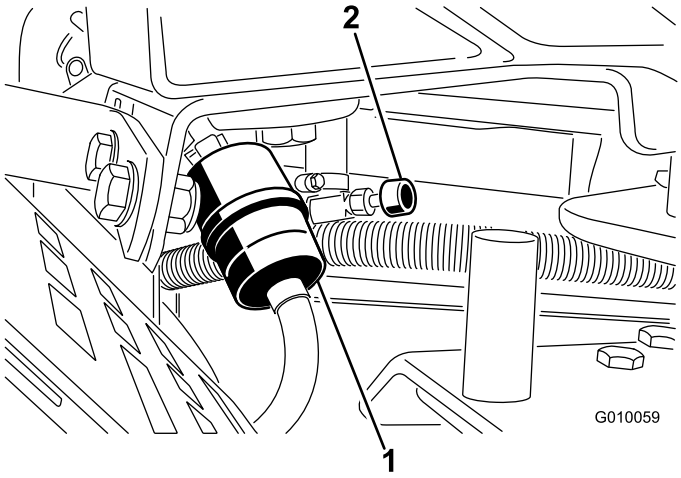

**Figur 52**
2. Steng bensinkranen (Figur 52).
3. Klem sammen endene på slangeklemmene, og skyv dem bort fra filteret (Figur 52).
5. Monter et nytt filter, og skyv slangeklemmene nær opptil filteret (Figur 52).
7. Åpne bensinkranen (Figur 52).
3. Løsne på drivstoffilterets slangeklemme og skyv den opp i bensinslangen, bort fra drivstoffilteret (Figur 52).
4. Dra bensinslangen av drivstoffilteret (Figur 52). Åpne bensinkranen og la bensinen tømmes ut i en bensinbeholder eller et tappefat.
5. Sett bensinslangen på drivstoffilteret. Skyv slangeklemmen nært opptil drivstoffilteret for å feste bensinslangen (Figur 52).